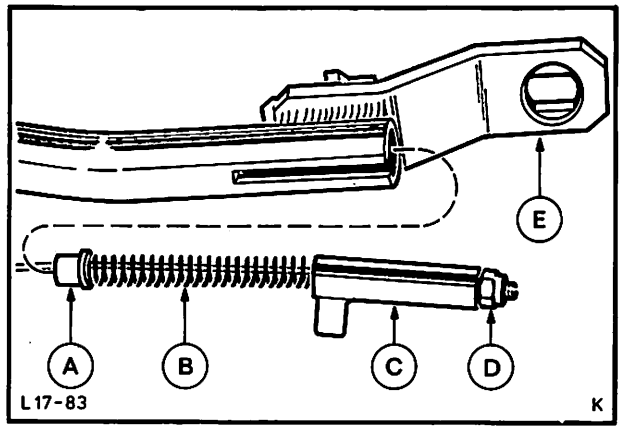

Abb. 121 Wählhebel
2. Bundmutter – Betätigungszug abschrauben, Sperrhülse, Feder und Führungsbüchse aus dem Wählhebel herausziehen. Abb. 121.